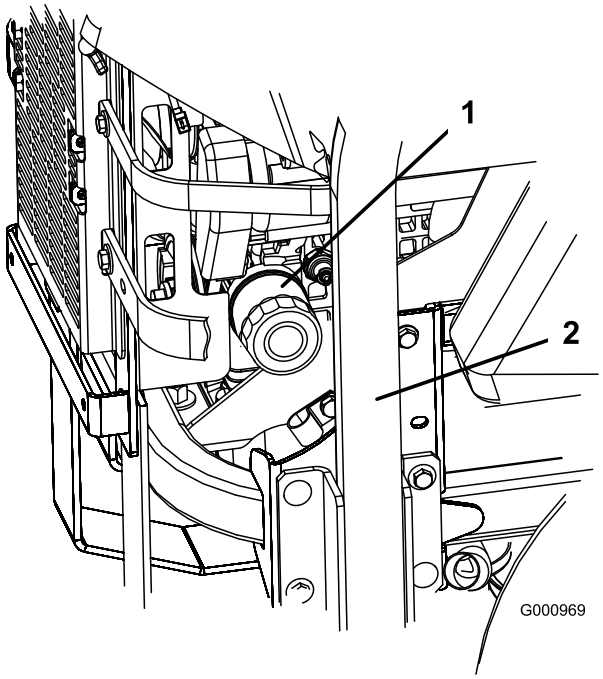
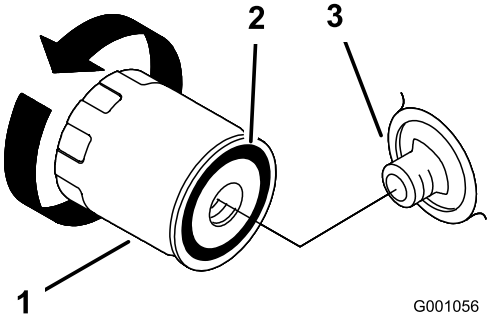

Figuur 44
Figuur 45
2. Draai het filter naar links om het te verwijderen (Figuur 44 en Figuur 45).